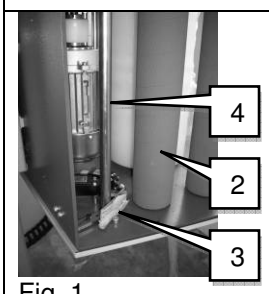

Fig. 1
- Motor shaft N5.1169 has broken.	- Open the carriage door (1a) (**Fig.2**) and remove the film (2) (**Fig. 1**) - Place a piece of carton (3) in front of the dancer roller (4) in order to run the machine "as if" film has been feeded in the carriage (**Fig. 1**) - Close and lock the door (1b) (**Fig.2**) - Change the machine to the manual program (5) (**Fig. 3**) - Set the pre-stretch in manual mode at 150% (6) (**Fig. 3**) - Press the machine start button (7) (**Fig. 3**) - Roll (8) (**Fig. 4**) is rotating? If YES check the next written advices. - Roll (8) (**Fig. 4**) is not rotating? Shaft of the "TOP" motor N5.1169 has been broken, due to lack or wrong maintenance. (Belt tension too high!!) Call technical assistance FROMM or order the carriage repair kit.